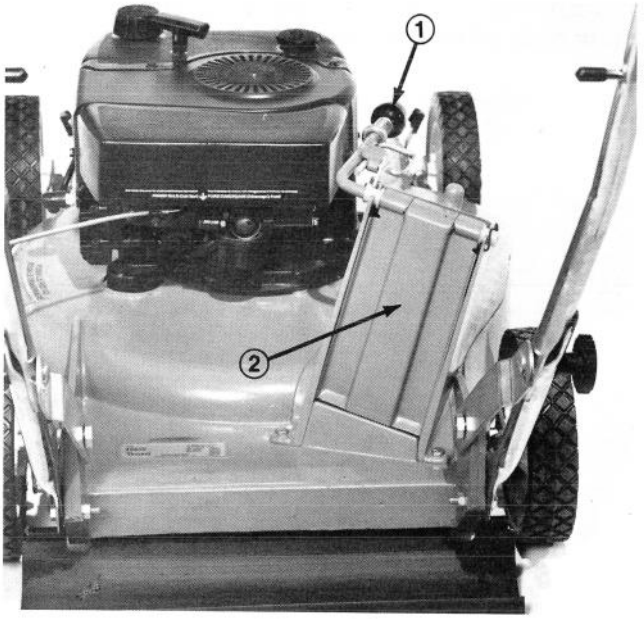

Figure 22
2. Squeeze lockout lever, move chute door handle fully forward, and release lever into safety catch (Fig. 22). The chute door of mower housing is now closed, and mower is ready for mowing operation.